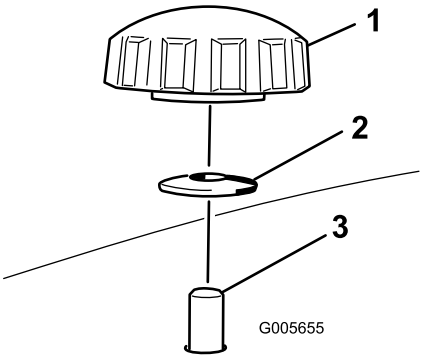
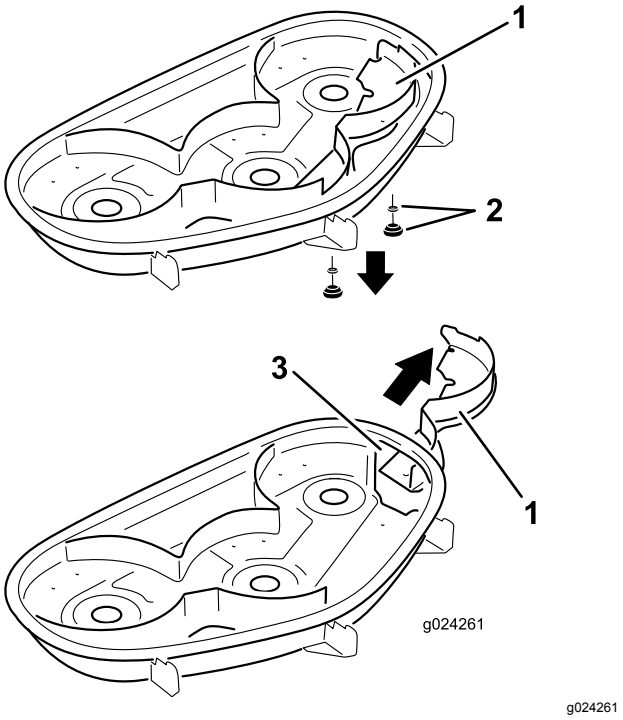

Figuur 26
Figuur 27
4. Verwijder de 2 knoppen en de klemringen waarmee de rechterplaat is bevestigd aan het maaidek (Figuur 26).
5. Verwijder vervolgens de rechterplaat en laat de grasgeleider over de uitworpopening zakken (Figuur 26 en Figuur 27).
5. Schuif de rechterplaat onder het maaidek en bevestig het met 2 knoppen en klemringen (holle kant gericht naar het maaidek) zoals wordt getoond in Figuur 26 en Figuur 27.